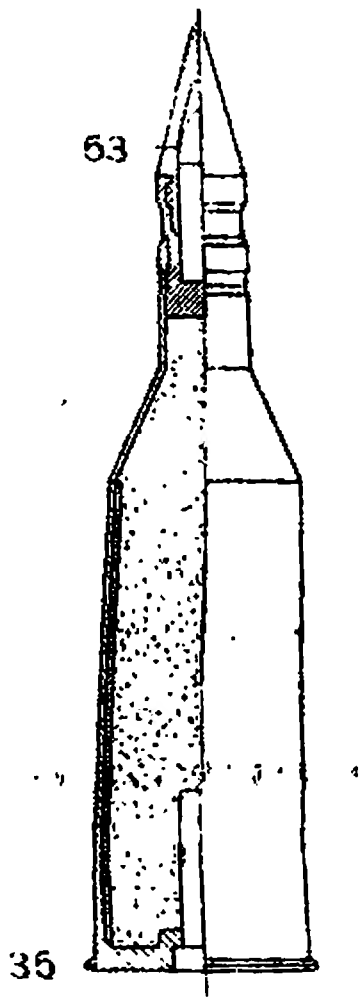

Рис. 10. Патрон:
1. Патроны к противотанковому ружью РЕС (рис. 10) снабжены снарядом с бронебойным сердечником *53* особого сплава, способного пробивать броню до 60 *мм* толщиной.